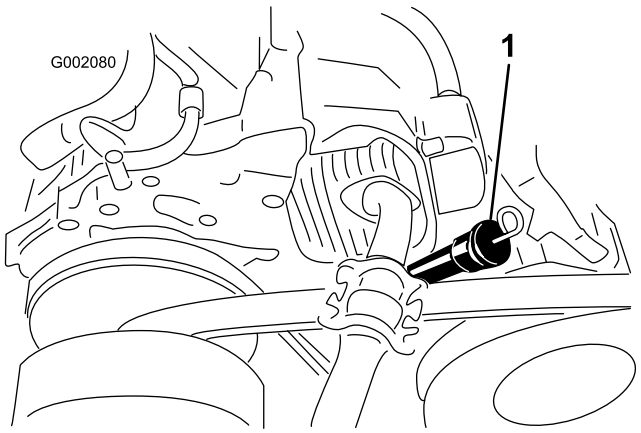

Figur 41
8. Gør rent rundt om oliepinden og påfyldningsstudsen, og tag målepinden ud (Figur 41).
9. Hæld den angivne olie i påfyldningsstudsen, indtil oliestanden når Full-mærket på målepinden (Figur 41).
10. Sæt målepinden helt ind i påfyldningsstudsen, fjern målepinden, og kontroller oliestanden (Figur 41).
11. Monter målepinden i påfyldningsstudsen, indtil målepinden sidder godt fast (Figur 41).